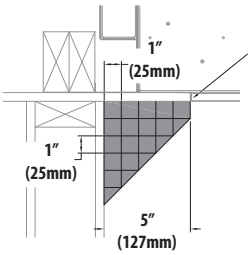

Figure 4.12, Exigences de murs latéraux pour installation cavité ventilée et KZK
- **Montants (piédroits) du manteau :** Mêmes directives que la section «Dégagement au revêtement latéral combustible», ci-dessous. Voir la Figure 4.12 à la page 45. ***Si vous installez un contour optionnel***, voir la Mesure 'A', à la Section 4.4 Directives de finition pour les contours optionnels (page 42), pour le dégagement exigé entre les côtés du contour optionnel et les matériaux de finition.
- **Dégagement au revêtement latéral combustible :** Le revêtement latéral combustible de 1 po (25 mm) («1" [25 mm] combustible side trim») peut affleurer au bord de finition latéral du foyer. Après les premiers 5 po (127 mm), cette projection est non limitée. Voir la Figure 4.12 à la page 45. ***Si vous installez un contour optionnel,*** voir la Mesure 'A', à la Section 4.4 Directives de finition pour les contours optionnels (page 42), pour le dégagement exigé entre les côtés du contour optionnel et les matériaux de finition.
- Le dégagement minimal entre les murs latéraux adjacents et les bords de finitions latéraux du foyer est de 5 po (127 mm). Voir la Figure 4.12 à la page 45. ***Si vous installez un contour optionnel,*** voir la Mesure 'A', à la Section 4.4 Directives de finition pour les contours optionnels (page 42), pour le dégagement exigé entre les côtés du contour optionnel et les matériaux de finition.